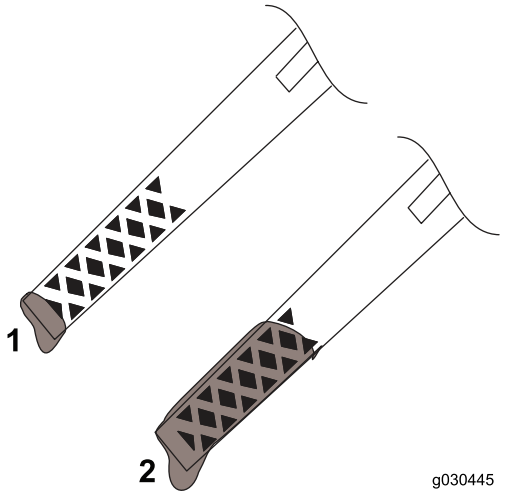

Figura17
- Dacă nivelul de ulei este sub marcajul Add (Adaugă) de pe jojă (Figura17), adăugai ulei. Consultai Schimbarea uleiului de motor (Pagină 16).
- Dacă nivelul de ulei este deasupra marcajului Full (Plin) (Figura17), scurgei excesul de ulei până când nivelul de ulei este la marcajul Full (Plin) de pe jojă; consultai Schimbarea uleiului de motor (Pagină 16).